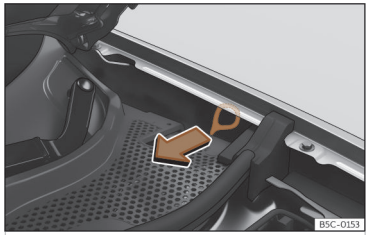

Fig. 59 Entre la aleta izquierda y la bisagra del capó del motor: Tirador para el desbloqueo manual de emergencia del conector de carga.
El tirador para el desbloqueo manual de emergencia se encuentra en el lado izquierdo del vano motor, encima de la toma de carga ››› fig. 59.
- Tire del tirador ››› fig. 59.